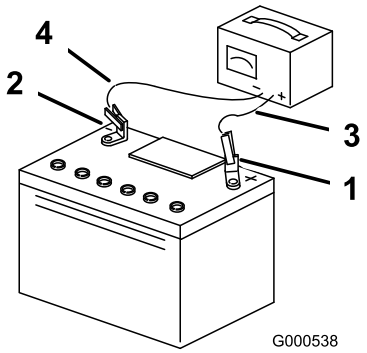

**Rysunek 44**
5. Gdy akumulator będzie w pełni naładowany, należy odłączyć ładowarkę od gniazdka elektrycznego, a następnie odłączyć przewody ładowarki od biegunów akumulatora (Rysunek 44).